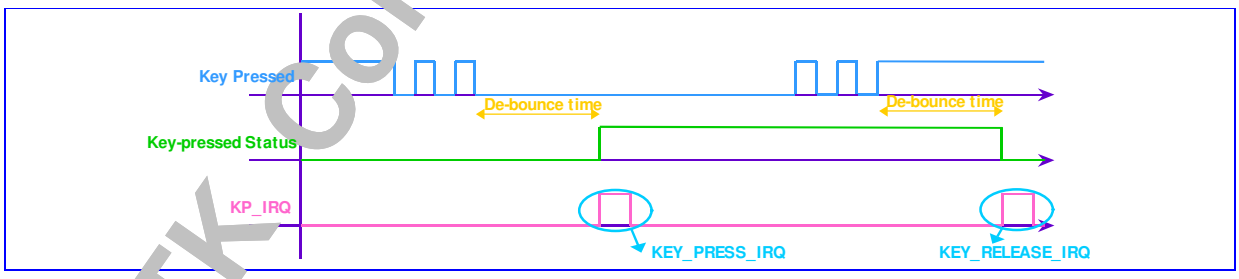
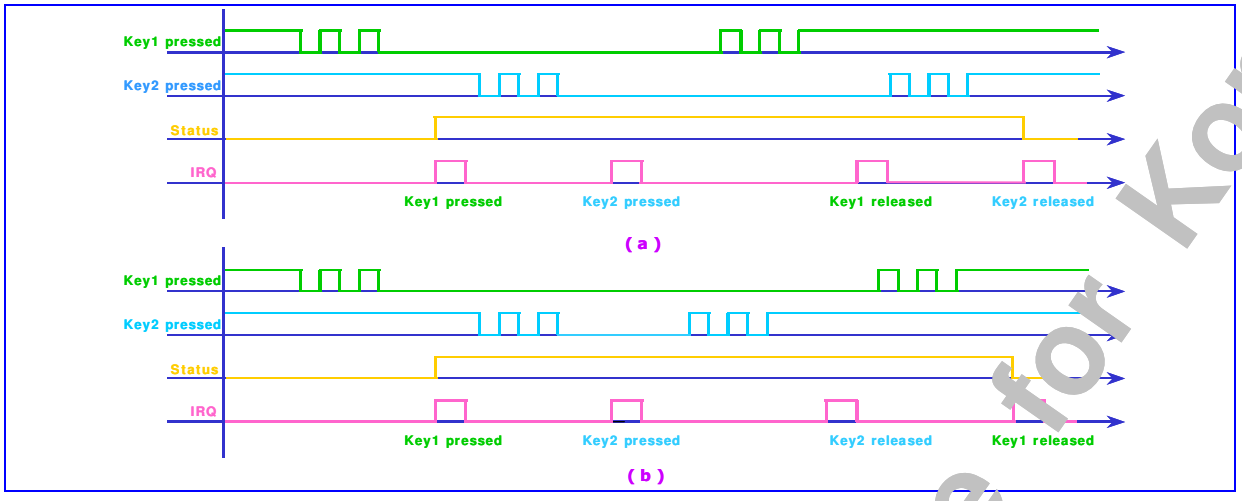
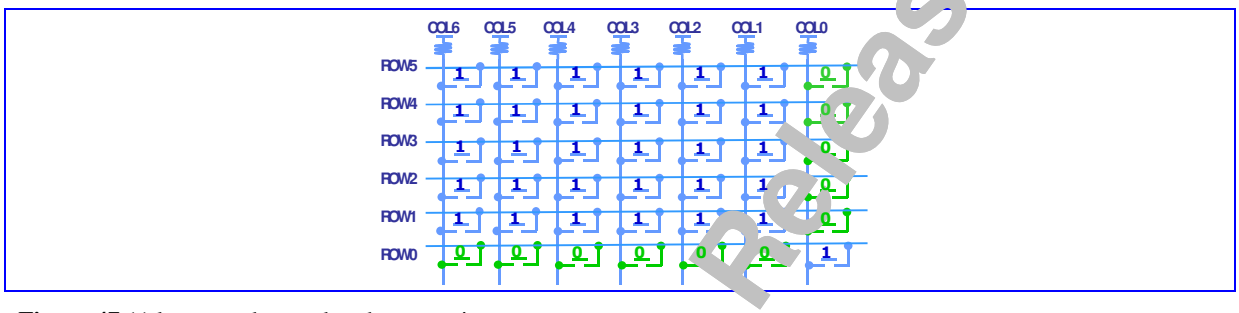

Figure 45 One key pressed with de-bounce mechanism denoted
Figure 46 (a) Two keys pressed, case 1 **(b)** Two keys pressed, case 2
Figure 47 11 keys are detected at the same time
This keypad can detect one or two key-pressed simultaneously with any combination. **Figure 45** shows one key pressed condition. **Figure 46**(a) and **Figure 46**(b) illustrate two keys pressed cases. Since the key press detection depends on the HIGH or LOW level of the external keypad interface, if keys are pressed at the same time and there exists a key that is on the same column and the same row with the other keys, the pressed key cannot be correctly decoded. For example, if there are three key presses: key1 = (x1, y1), key2 = (x2, y2), and key3 = (x1, y2), then both key3 and key4 = (x2, y1) are detected, and therefore they cannot be distinguished correctly. Hence, the keypad can detect only one or two keys pressed simultaneously at any combination. More than two keys pressed simultaneously in a specific pattern retrieves the wrong information. If these specific patterns are excluded, the keypad-scanning block can detect 11 keys at the same time, shown in **Figure 47**.